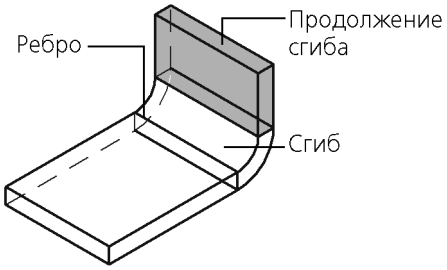

Рис. 108.10. Продолжение сгиба вдоль ребра
**Продолжение сгиба** — часть листового тела, примыкающая к сгибу со стороны, противоположной ребру, вдоль которого расположен этот сгиб (рис. 108.10).